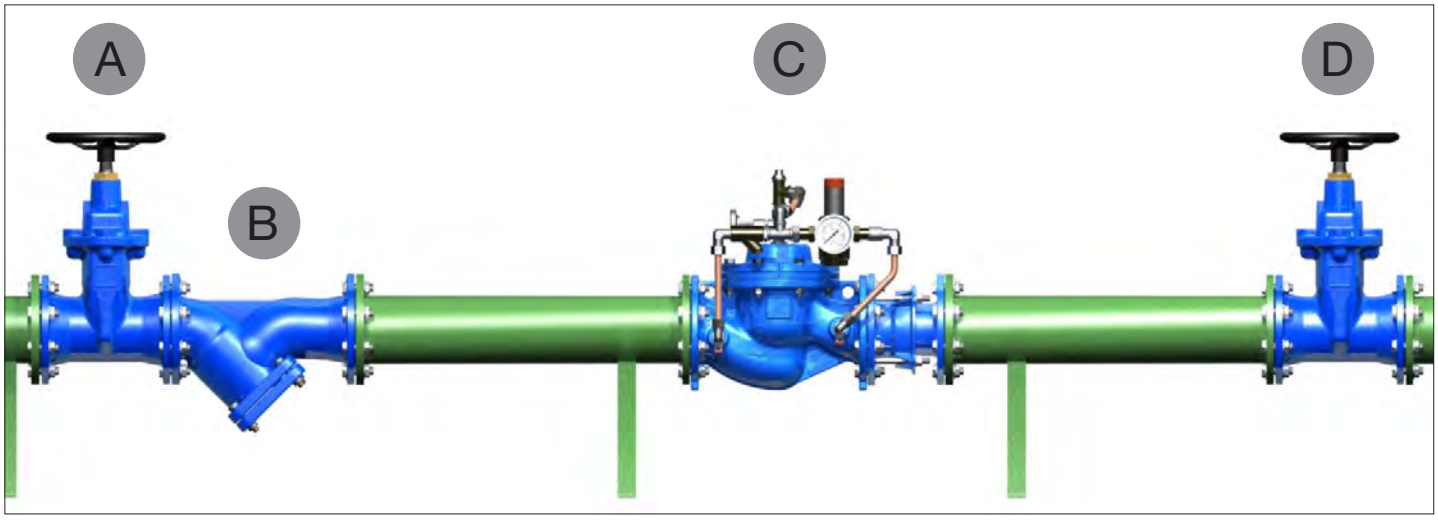

Рис. 1: Рекомендованное положение установки регуляторов VAG PICO® M100
Как показано на рис.1, PK VAG PICO®-M (C) следует устанавливать между двумя запорными арматурами (A + D) и фильтром (B) на входе. Настоятельно рекомендуем использовать надёжную опору для трубопровода. Важно убедиться, что клапан и в особенности его управляющий контур легко доступны для обслуживания и настройки. Для экстренной работы нужна байпассная линия. Стрелки на корпусе клапана показывают направление потока, которое необходимо соблюсти при монтаже арматуры. Надёжная правильная работа PK VAG PICO®-M обеспечивается верно собранным и подсоединённым управляющим контуром. Управляющий контур может быть изменён только самим производителем либо под надзором его представителя. Ненадлежащие изменения могут привести к нарушению регулирующей функции арматуры и нанести вследствие этого ущерб. Для правильной работы и для предотвращения возникновения неисправностей необходима демпфирующая зона в 2 x DN или 3 x DN до PK VAG PICO®-M и минимум 5 x DN – после клапана (см. также раздел 4.3).